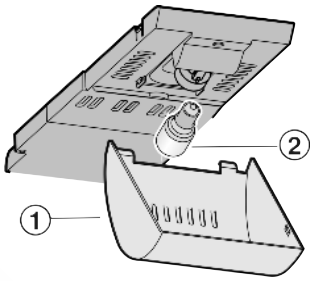

Fig. 12
- ▶ Возьмитесь за крышку *Fig. 12 (1)* спереди и снимите с крючка сзади.
- ▶ Лампу накаливания *Fig. 12 (2)* заменить.
- ▶ Снова наденьте крышку *Fig. 12 (1)*.